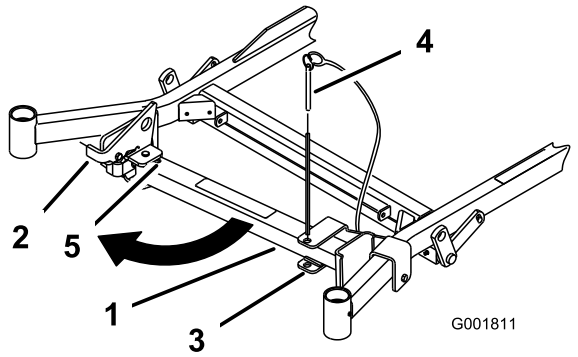
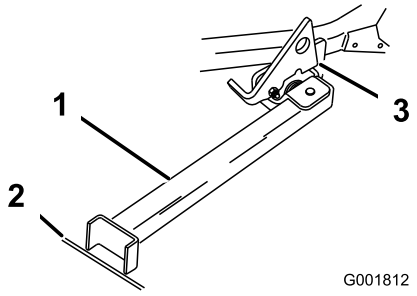

Figur 33
Figur 34
2. Fjern beslagpinden (Figur 33).
3. Hæv klinken. Sving standens fod ud fortil, og skub standen mod maskinen, ind nederst i rillen (Figur 33 og Figur 34).
6. Placer standen fod på jorden, og lad klinken hvile på drejetappen (Figur 34).
Bemærk: Det bedste resultat opnås, hvis standens fod placeres i en revne i fortovet eller i plænen (Figur 34).
8. Kør op på standen. Stands, når klinken falder over tappen i låst position (Figur 34). Aktiver parkeringsbremsen, og sluk motoren, når maskinen er oppe på standen.
7. Sæt den tilbage til hvileposition (Figur 33).